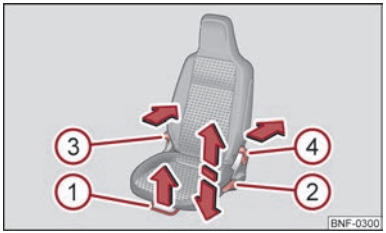

Fig. 33 Control elements at the front seat
– Pull the lever ① ⇒ Fig. 33 up and push the seat into the desired position.
– Release the lever ① and push the seat further until the lock is heard to engage.